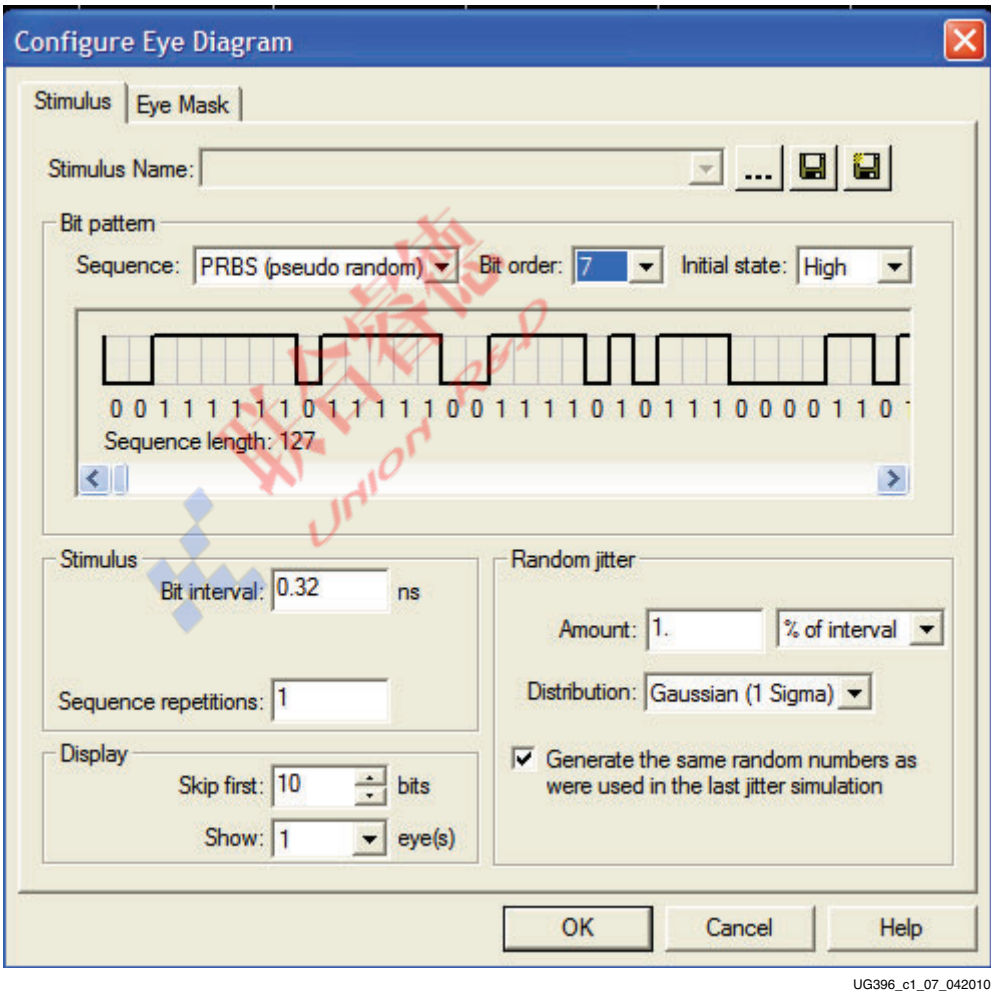

Figure 1-7: **3.125 Gb/s PRBS 7 Stimulus**
b. The **Eye Diagram** radio button under the **Operation** section provides capabilities to set up various bit sequences after the **Configure** button is clicked. The available **Bit Pattern** selection includes **PRBS, 8B/10B, Toggling, USB 2.0**, and **Custom** patterns (see Figure 1-7). The **Configure Eye Diagram** dialog box also allows the user to set up an eye mask for the eye diagram display in the oscilloscope. Refer to the HyperLynx manuals for more details on how to set up these parameters.